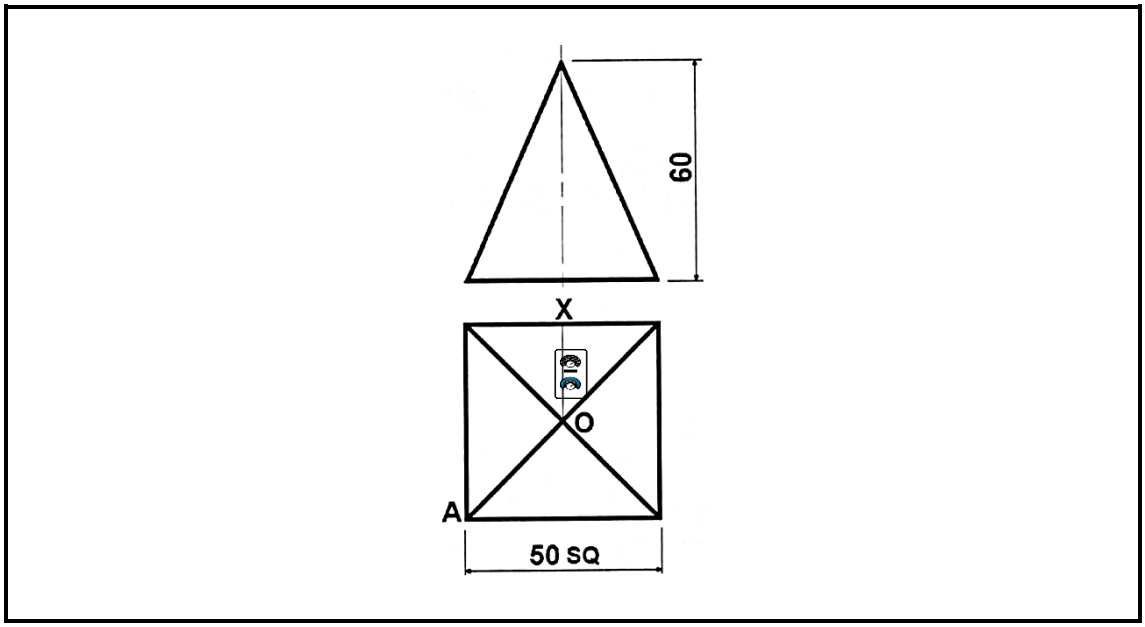

FIGUUR 9
6.1 FIGUUR 9 is die voor- en boaansig van ’n vierkantige keël.